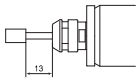

Fig. 13
① The proper surface speed for general grindstones is 10 - 30 m/s.
② Do not exceed 13mm of overhang for mounted grindstones as shown in Fig. 13. If the overhang must exceed 13mm, reduce the motor speed in accordance with Table 2.
③ Dress the grindstone prior to use.
④ Do not use cutting tools with bent or broken shanks, cracks or excessive run-out.
⑤ For grinding, the maximum depth of cut should not exceed 0.01mm radially or axially. Reciprocate the tool several times after each pass to eliminate tool pressure.
⑥ Always operate tools within the allowable recommended speed of the tools. Use of a tool outside of the allowable speed of the tools could cause damage to the spindle and injury to the operator.
⑦ Keep the tool shank and collet clean. If contaminants are left in the collet or collet nut, excessive run-out will cause damage to the tool and or spindle.
⑧ Do not strike or disassemble the spindle.
⑨ Please set the tools to minimize the overhang amount. 13mm is the maximum amount of overhang to maintain high accuracy and safety.